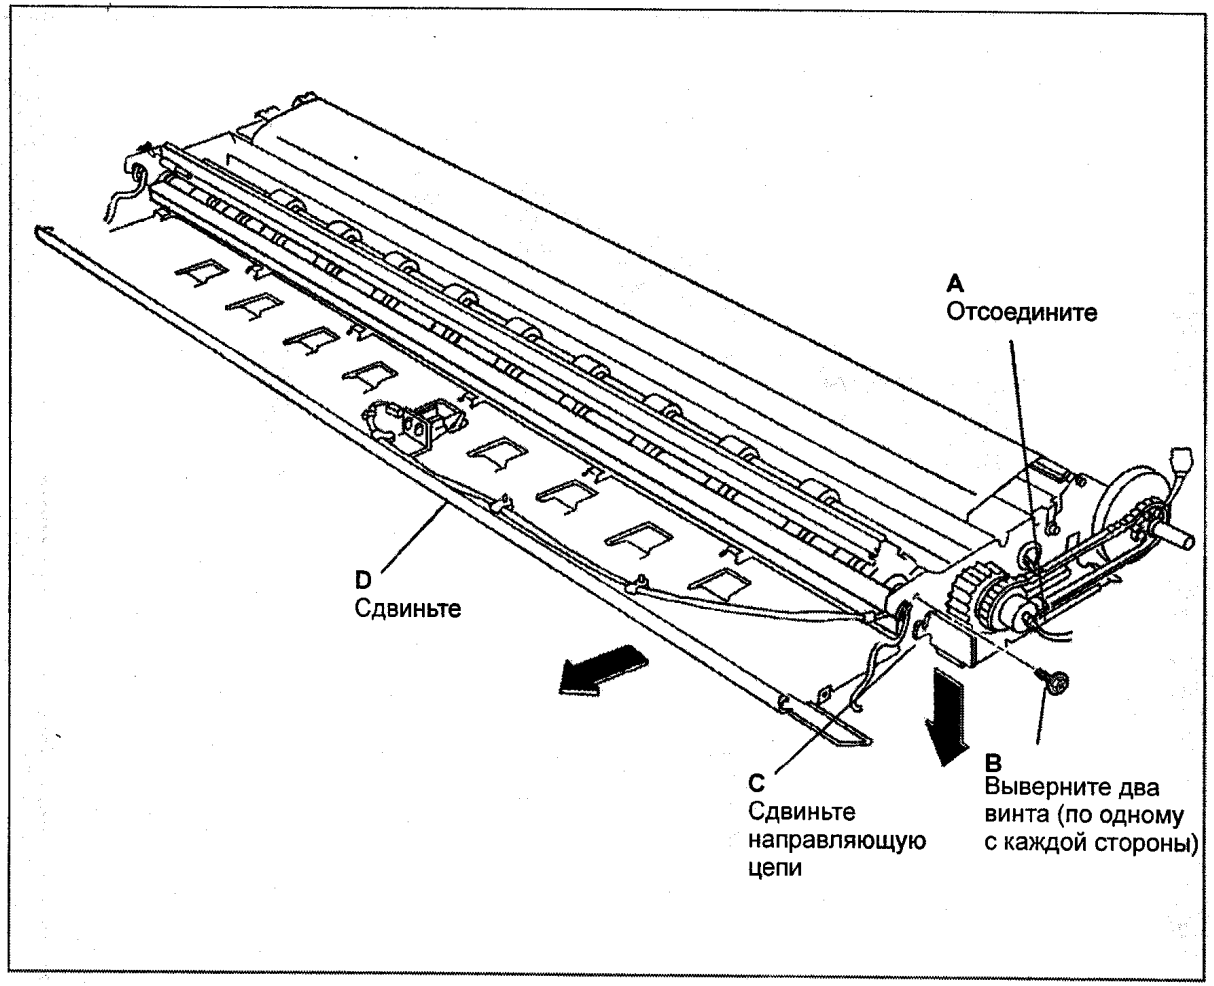

Рис. 2 Поготовка к снятию верхнего ролика подачи материала
6. (РИС. 2): ПОДГОТОВЬТЕСЬ К СНЯТИЮ ВЕРХНЕГО РОЛИКА ПОДАЧИ МАТЕРИАЛА.
Убедитесь, что узел торможения установлен правильно. См. рис. 2 из процедуры снятия.